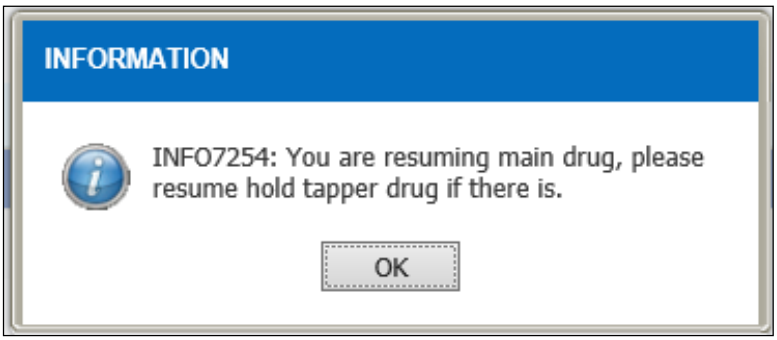

Figure 3.4.3-7 Information Alert Message
- *Click on the* OK *button as in* ***Figure 3.4.3-7*** *to resume.*